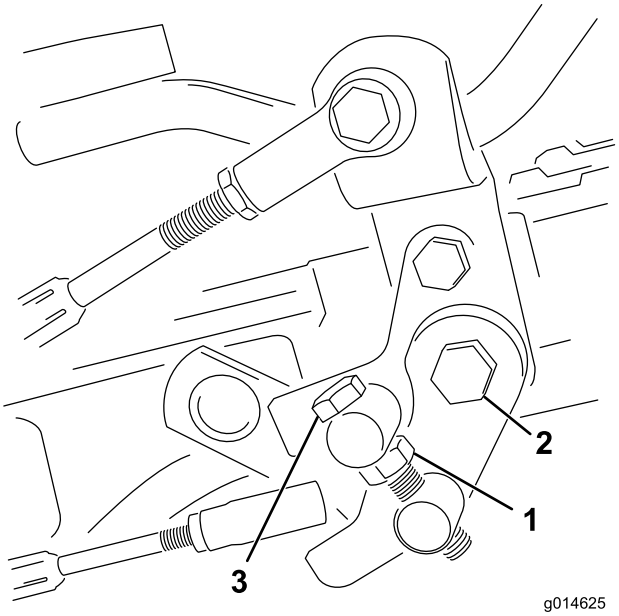

Figur 50
1. Løsne låsemutteren på vuggetappbolten (Figur 50).
4. Stram låsemutteren på vuggetappbolten og mutteren på pedaltappen for å låse justeringen (Figur 50). Sjekk justeringen, og juster etter behov.